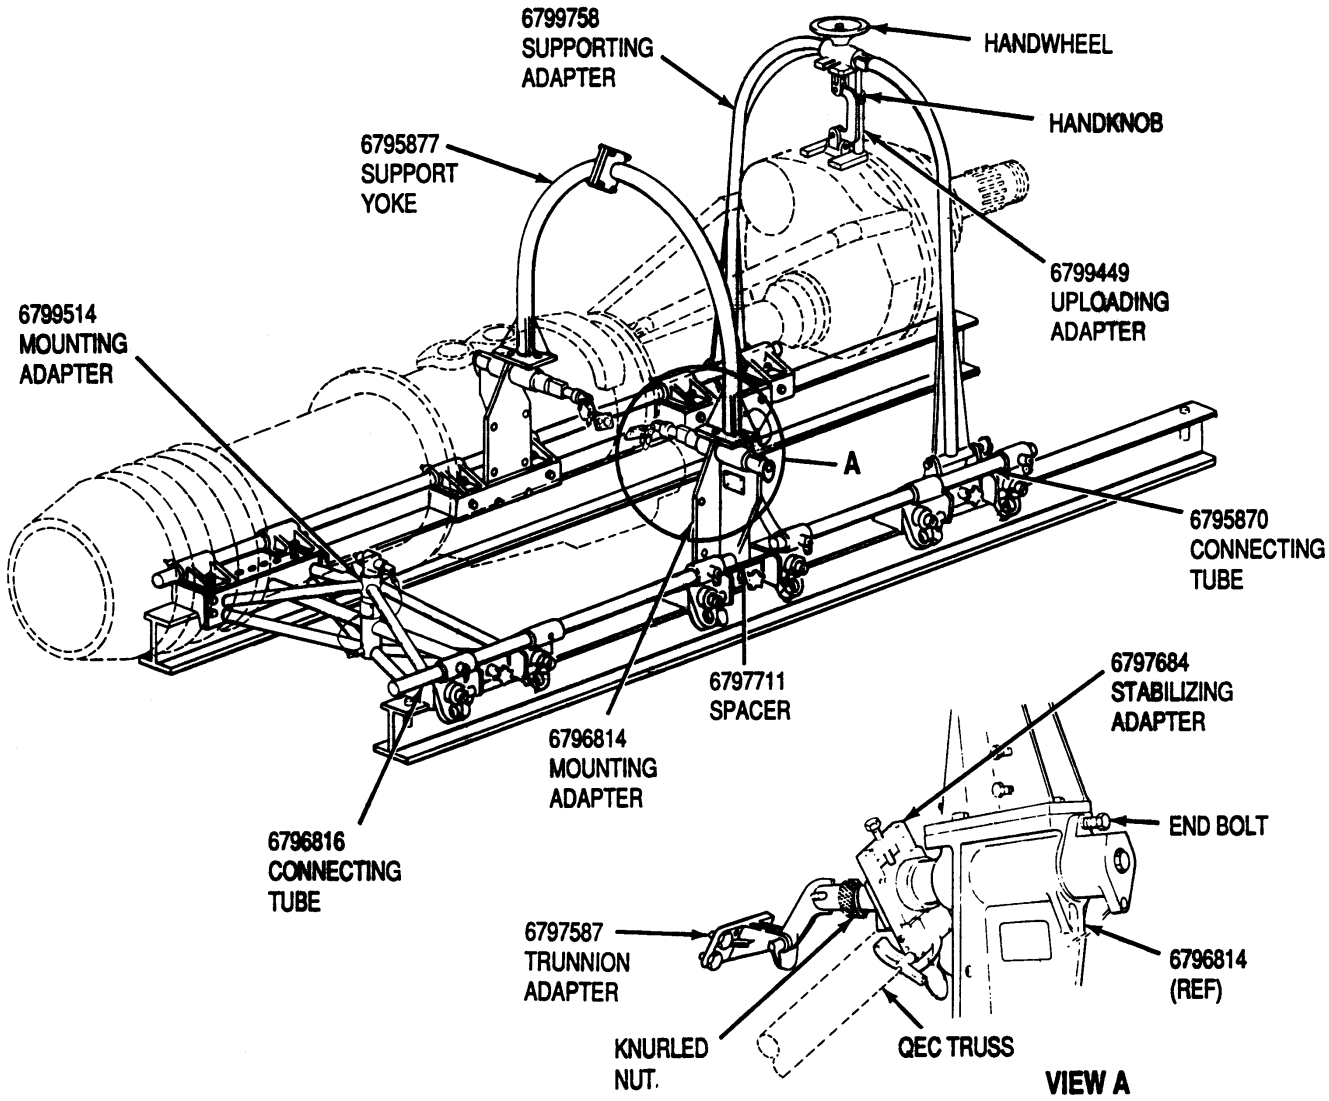

Figure 1. Installation of Engine (with QEC) on ALC 4000A Trailer
g. Attach links of 6796814 mounting adapter to 6797587 trunnion adapters with quick–release pins. Adjust knurled nut (View A, figure 1) until link of 6797587 trunnion adapter is flush with shaft. Torque end bolt 360–480 lb in. (QA).
m. Install 6799449 uploading adapter base over the bolt heads (securing C–link of 6799758 mounting adapter to reduction gear housing) and above the C–link. Expand adapter full length using hand knob (figure 1). Firmly tighten using 0.250 in. diameter rod in 0.250 in. pinholes in hand knob.